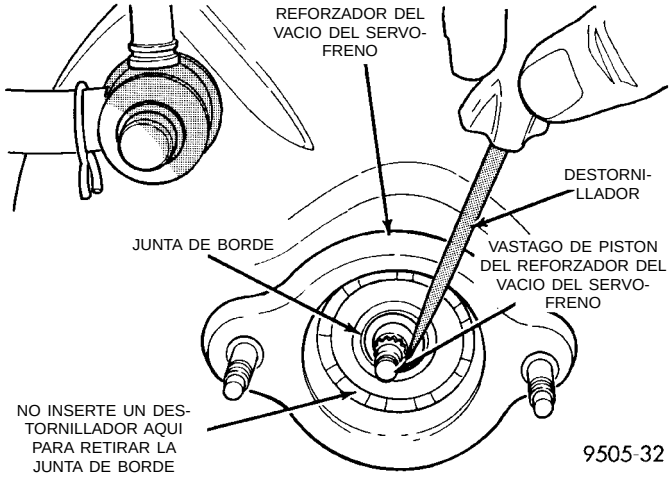

Fig. 116 Desmontaje del sello de vacío del reforzador del servofreno
PRECAUCION: En los vehículos que tienen instalado el sistema ABS, el cilindro maestro sirve de sello para retener el vacío en el reforzador del vacío del servofreno. El sello de vacío en la parte delantera del reforzador del vacío del servofreno (Fig. 116) DEBE reemplazarse cuando se retira el cilindro maestro del reforzador del vacío del servofreno.
(7) Si el vehículo tiene instalado el sistema ABS, retire el sello de vacío (Fig. 116) situado en la parte delantera del reforzador del vacío del servofreno. Para retirar el sello de vacío, inserte **cuidadosamente** un destornillador pequeño entre el vástago de pistón del reforzador del servofreno y el sello de vacío
(Fig. 116) y haga palanca para extraer el sello de dicho reforzador. **No intente extraer el cilindro maestro insertando una herramienta entre el sello y el reforzador del vacío del servofreno.**